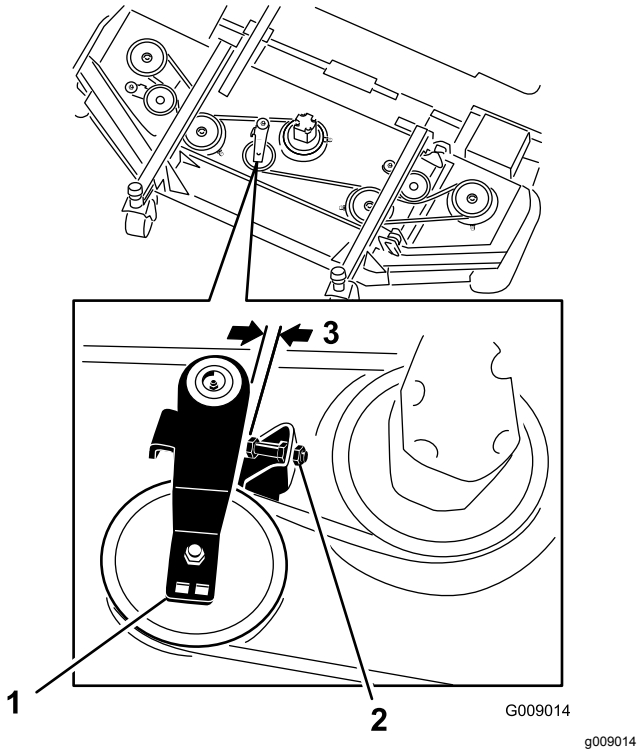

Bild 121
3. Lösen Sie am Frontmähwerk in der Mitte die Klemmmuttern an der Anschlagschraube der Spannscheibe und drehen die Anschlagschraube in die Halterung (Bild 121).
4. Schieben Sie jede Spannscheibe des Seitenmähwerks mit einem Ratschenschlüssel oder einem ähnlichen Werkzeug vom Treibriemen, um die Spannung zu lösen, und lassen Sie den Riemen von der Spannscheibe des Seitenmähwerks rutschen (Bild 121).